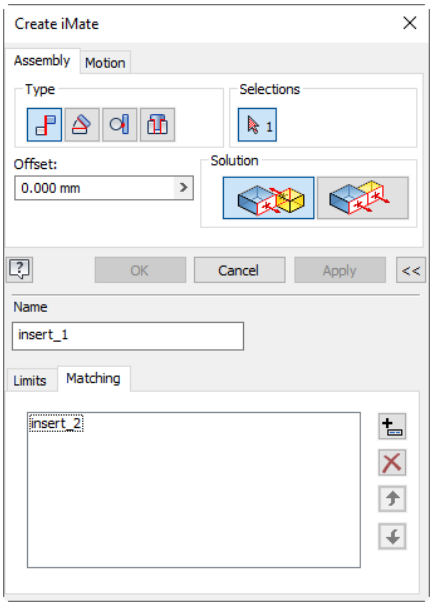

Figure 17-42 *The* ***Create iMate*** *dialog box*
4. Enter **insert_1** in the **Name** edit box and then choose the **Matching** tab; the **Match List** area is displayed, see Figure 17-42.
6. Enter **insert_2** in the edit box displayed, refer to Figure 17-42.
3. Enter **insert_2** in the **Name** edit box. Note that this is the name you entered in the **Match List** area of the **Create iMate** dialog box while setting the iMate of the shaft, refer to Figure 17-42.